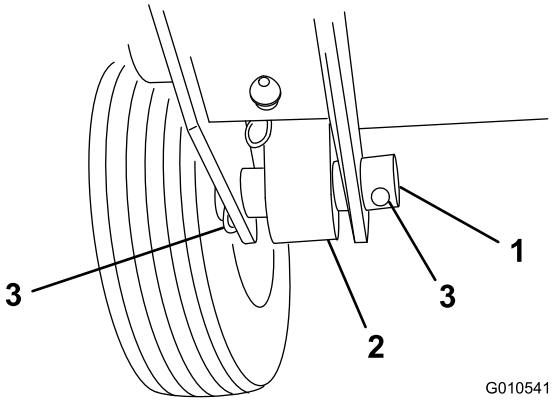

Figura 3
2. Distanziale (2)
5. Montate la parte posteriore del braccio di sollevamento sul cilindro di sollevamento con un perno girevole e 2 coppiglie (in dotazione con il trattorino) (Figura 3).